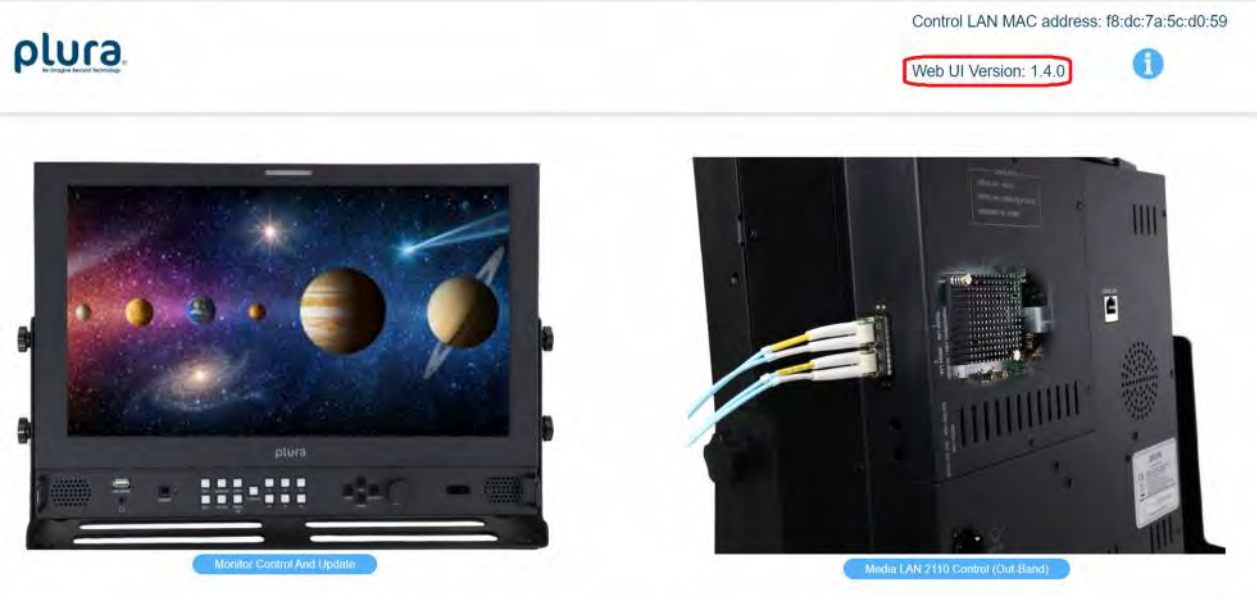

Figure 27. Web UI Version Location
- The web UI is now upgraded to the latest version. To confirm the version of your UI, once the Control LAN UI refreshes back to the Landing Page, the version number will be located on the top right of the page (Figure 27 - it is Version 1.4.0 in this example).